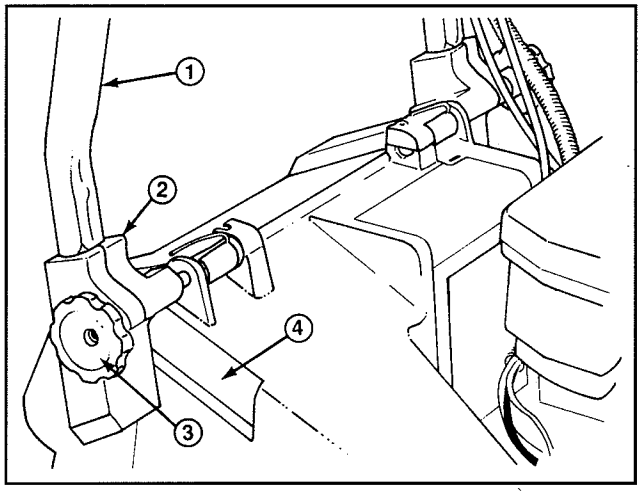
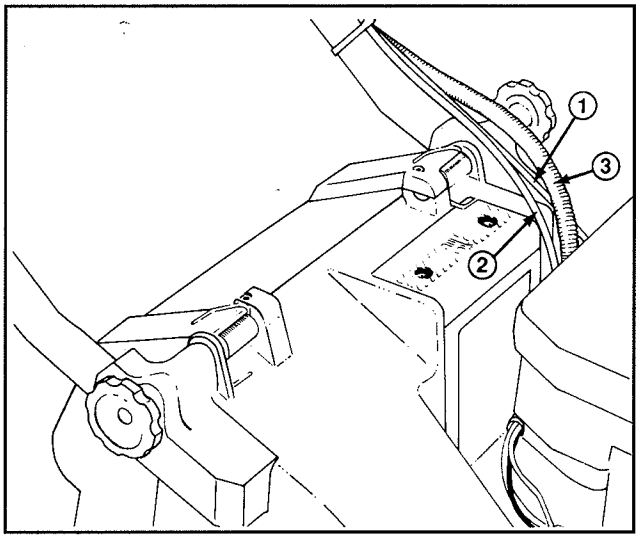

Figure 1
Figure 2
1. INSTALLATION DU GUIDON—Desserrer les boutons du support de montage (fig. 1).
3. Glisser les extrémités du guidon dans les trous des supports de montage jusqu'à ce celles-ci soient bien en place dans les supports (fig. 1). S'assurer que les câbles des gaz et du démarreur électrique (modèles Key-lectric) repo-sent sur le haut du support de montage de gauche (fig. 2).
4. Faire tourner la poignée et les supports vers l'arrière jusqu'à ce que ces derniers soient fermement maintenus dans les cavités du carter (fig. 2).